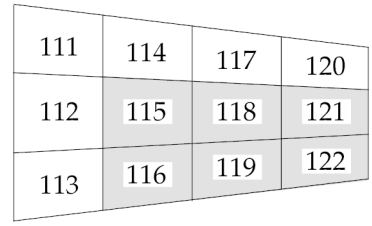

Figure 17-8. SPLINE1 Entry Example
2. The interpolated points (k-set) will be defined by aero boxes. Figure 17-8 shows the cells for which u_k is interpolated if BOX1=115 and BOX2=118.